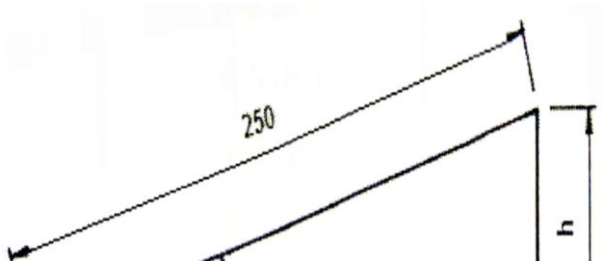

FIGURE 2 (4)
5.1 Calculate the distance 'h' in FIGURE 2 below. The angle is 23° 36'.